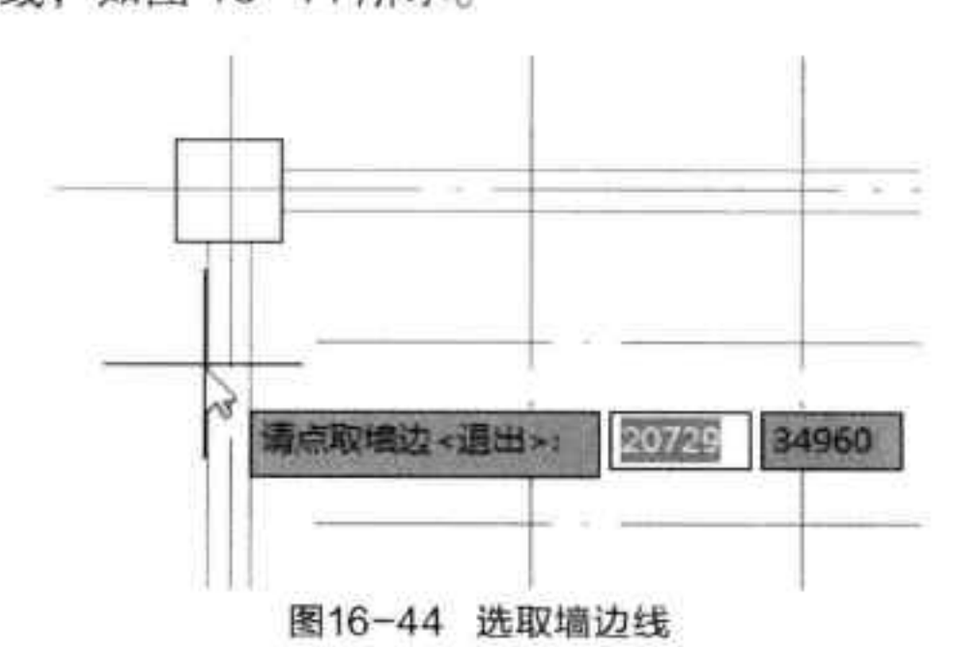

图16-44 选取墙边线
Step 04 执行“轴网柱子 > 柱齐墙边”命令，根据命令行提示，在绘图区域中选取要对齐的墙边线，如图 16-44 所示。